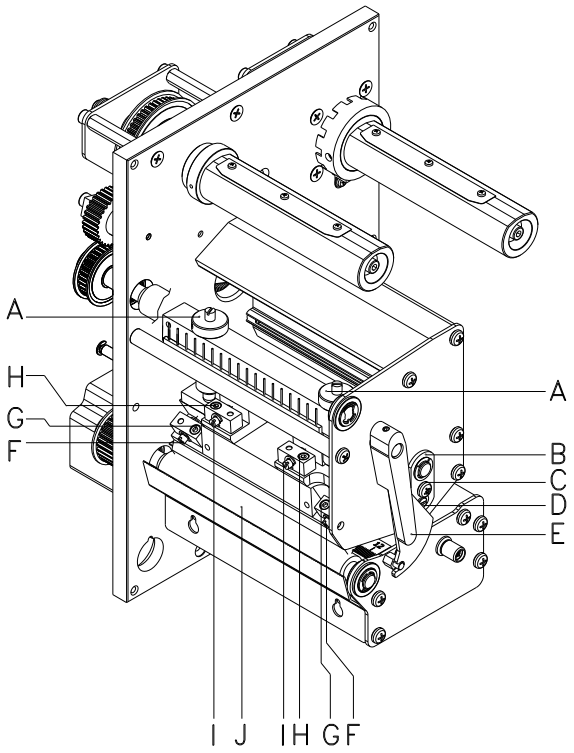

Abbildung 15
1. Schrauben (G oder H, Abbildung 15) mit einem Innensechskantschlüssel ca. ¼ Umdrehung lösen.
2. Parallelität mit den Stellschrauben (E oder I, Abbildung 15) einstellen.
4. Schrauben (G oder H, Abbildung 15) wieder anziehen.
1. Schraube (C, Abbildung 15) ca. ¼ Umdrehung lösen.
2. Exzenterbolzen (D, Abbildung 15) drehen, um einen Druckausgleich zu schaffen und solange nachstellen, bis ein gleichmäßiges Druckbild vorliegt.
3. Schraube (C, Abbildung 15) wieder anziehen.
1. Andruckschrauben (A, Abbildung 15) drehen, um den Druckkopfandruck zu verändern.
2. Drehen der Andruckschrauben (A, Abbildung 15) bis an den Anschlag im Uhrzeigersinn ergibt eine Andruckerhöhung von 10N gegenüber der Werkseinstellung.
3. Drehen der Andruckschrauben (A, Abbildung 15) genau eine Umdrehung vom Rechtsanschlag gegen den Uhrzeigersinn, ergibt die Werkseinstellung.